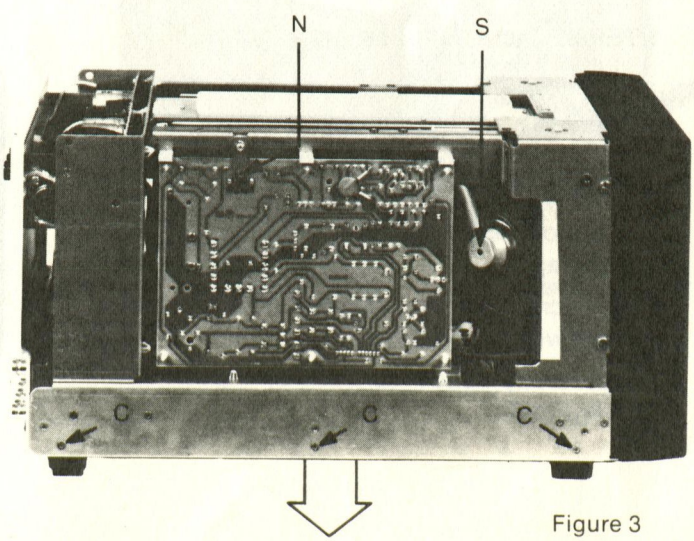

Figure 3
b) Unscrew six cross-headed screws ; three on both side (indicated with C in figure 3).